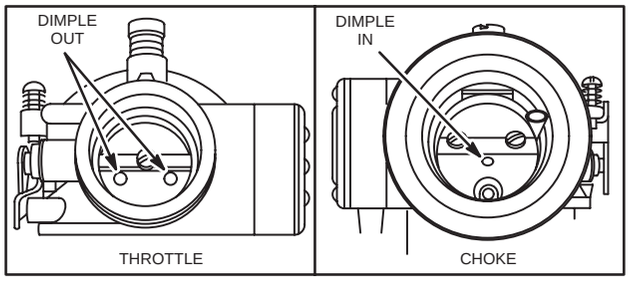

Fig. 292A *Fig. 292B*
6. Place choke shaft in carburetor body and slide in choke plate with notch out and dimple down toward float bowl, Fig. 292A.
7. Install two (2) screws using a screwdriver.
8. Slide in throttle shaft and then slide in throttle plate with two (2) dimples facing toward idle valve.